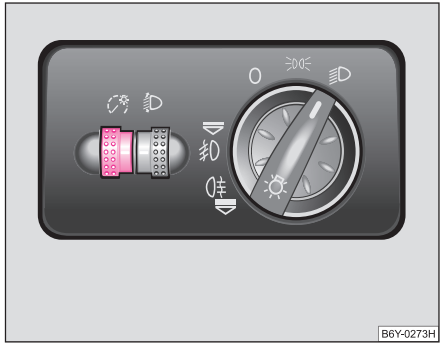

Fig. 33 Tabloul de bord: Iluminarea instrumentelor de bord
– Rotiţi regulatorul rotativ ⇒ fig. 33 pe intensitatea dorită a iluminării instrumentelor de bord. ■